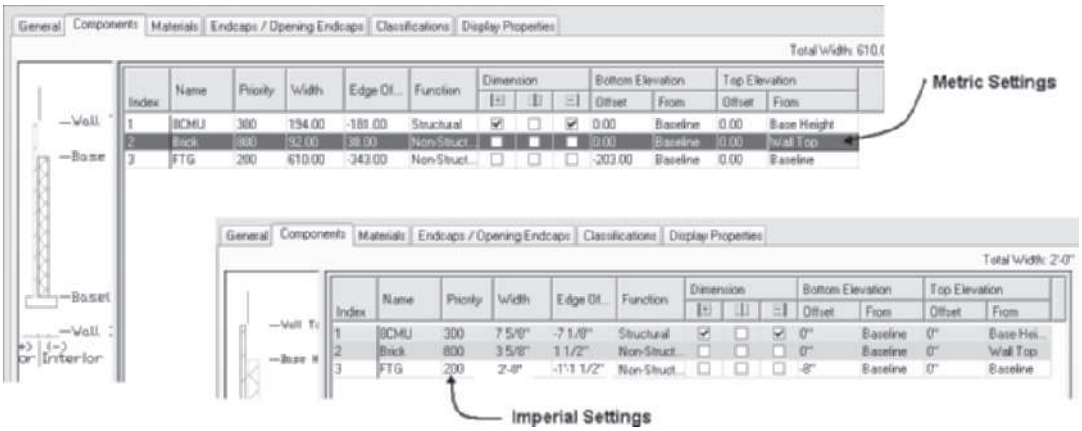

FIGURE 3.100 *Components of BrickFND wall style*
13. Click **BrickFND** in the left pane, select the **Components** tab, delete the **12CMU [300CMU]** wall component, and edit the remaining components as shown in Table 3.30 and Figure 3.100. Toggle **Exterior** for the positive and **Interior** for the negative direction of the wall. Notice that the brick component extends above the CMU in the left view window of the **Components** tab. Click **OK** to dismiss the Style Manager.